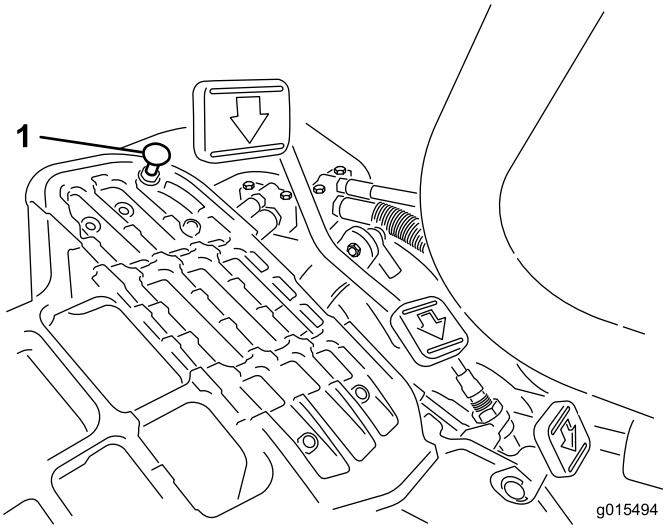

**Figur 49**
For å oppnå maksimal transporthastighet, må du sette styrespaken i Transport-stilling og trykke inn trekkpedalen. Hvis du kan tråkke pedalen helt inn (Figur 49) før det er spenning i kabelen, er det nødvendig med en justering.
1. Sett styrespaken i transport-stillingen og løsne på låsemutteren som fester pedalstopperen til gulvplaten (Figur 49).